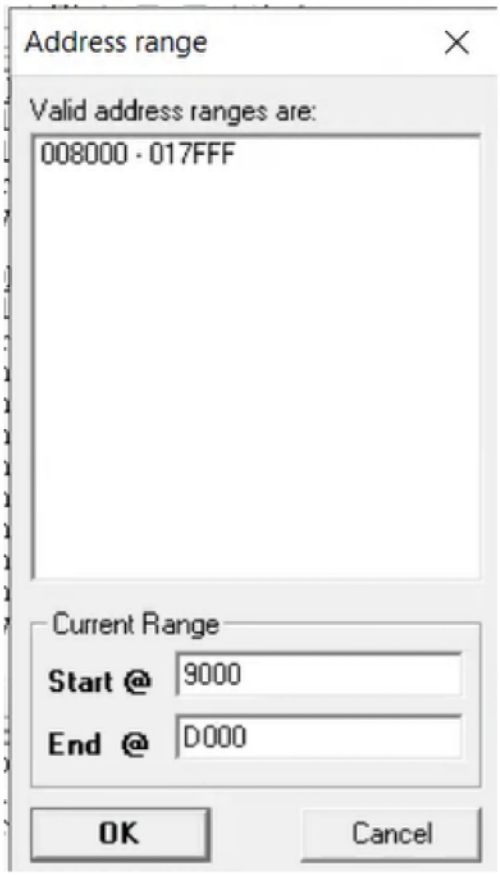

Рисунок 52
5.2.12 Нажать кнопку и загрузить исполняемый файл по адресу 0x9000-0xD000. Для этого в открывшемся окне Address range в поле Start ввести значение 9000, в поле End ввести значение D000 (Рисунок 52).